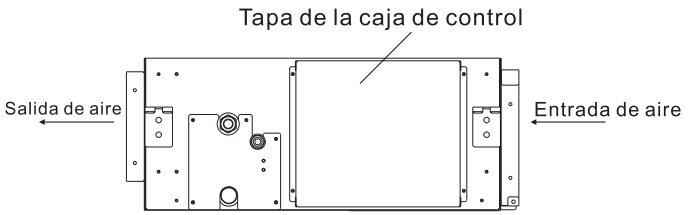

Fig.6.1 Retire los tornillos de la caja de control
· Cuando coloque abrazaderas en el cableado, utilice el material incluido como se muestra en la Fig. 6.1 para evitar que se ejerza presión externa sobre las conexiones de los cables y sujételos con firmeza.
(1) Como se muestra en la Fig. 6.1, retire los tornillos de la caja de control.
(2) Conecte el cable eléctrico y el cable de tierra al terminal principal.
(3) El cable del mando a distancia a la caja terminal adicional.
(4) Conecte el cable eléctrico de las unidades interior y exterior al terminal principal.
(5) Fije con firmeza el cable de la caja de control con la abrazadera.
(6) Después de acabar el cableado, selle el orificio de los cables con el material de sellado (con la tapa) para evitar que entre agua condensada e insectos.